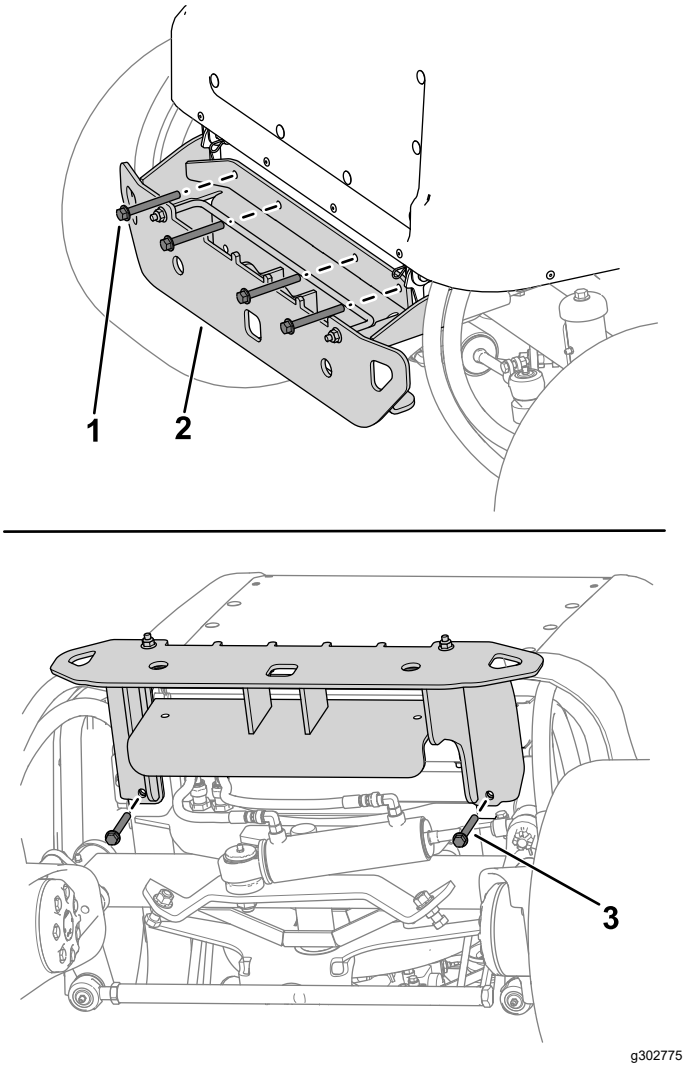

Figura 14
2. Utilizzate 4 bulloni (⅜" x 3¼") e 4 dadi (⅜") per fissare la zona superiore del paraurti al telaio della macchina (Figura 14).
3. Utilizzate 2 bulloni (⅜" x 2¾") e 2 dadi (⅜") per fissare il paraurti al telaio della macchina (Figura 14).